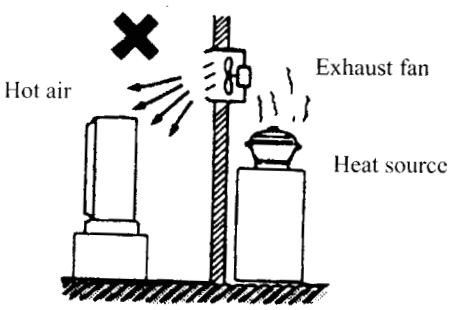

Fig. 91
- Heat source and exhaust fan, etc. (see Fig. 91)